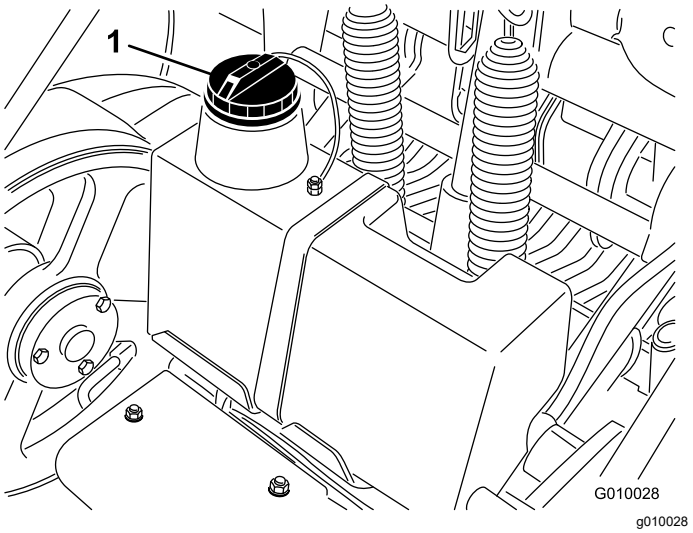

**Figure 62**
3. Clean the area around the filler neck and the cap of the hydraulic tank (Figure 62). Remove the cap from the filler neck.